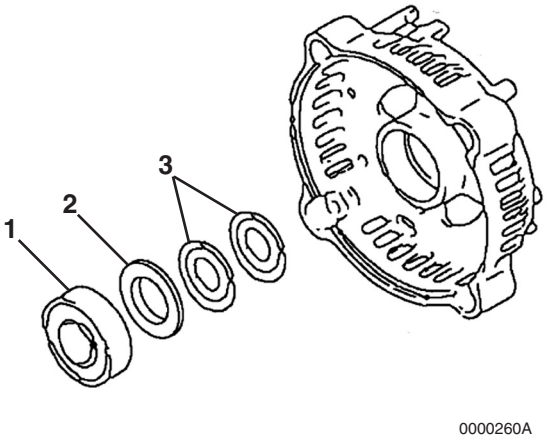

Figure 11-12
1. If removed, reinstall the two thrust washers **(Figure 11-12, (3))** and bearing cover **(Figure 11-12, (2))** in the rear frame housing. Lubricate the outside diameter of a new bearing **(Figure 11-12, (1))**. Press the bearing into the rear frame housing.